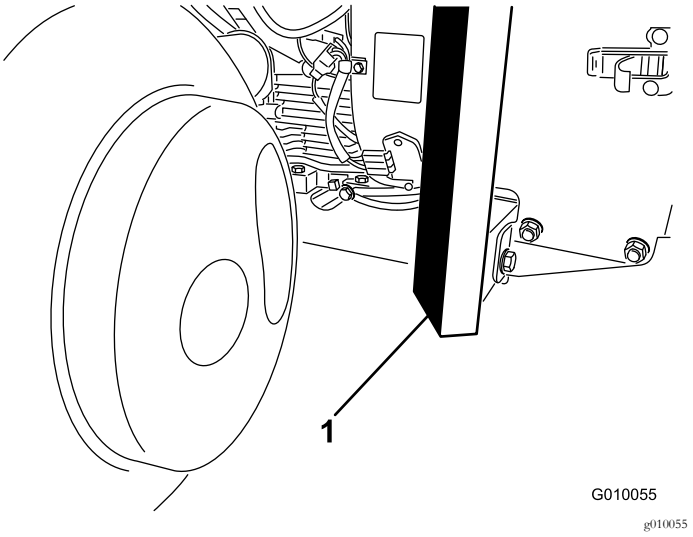

Figur 40
3. Placera domkraften på ett säkert sätt under ramens främre del (Figur 40).